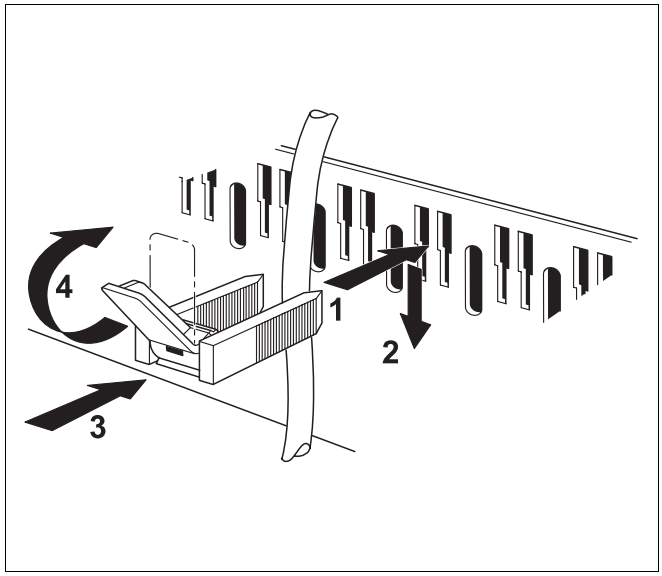

Rys. 29 Przymocowanie przewodów obejmą
- W sposób przedstawiony na rys. 29 włożyć obejmę z przewodem od góry w wycięcia ramy (rys. 29, **krok 1**).
- Obejmę kabla przesunąć do dołu (rys. 29, **krok 2**).
- Docisnąć obejmę (rys. 29, **krok 3**).
- Przełożyć dźwigienkę do góry (rys. 29, **krok 4**).